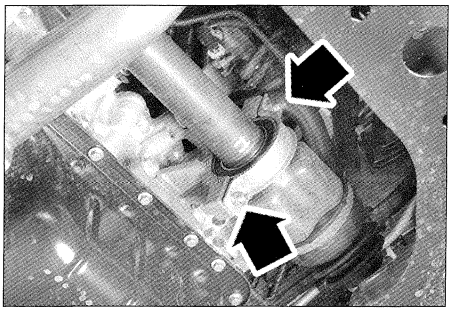

FIG. 2
• Desmontar las fijaciones de la brida del apoyo del eje intermedio y recuperar la brida **(fig. 2).**